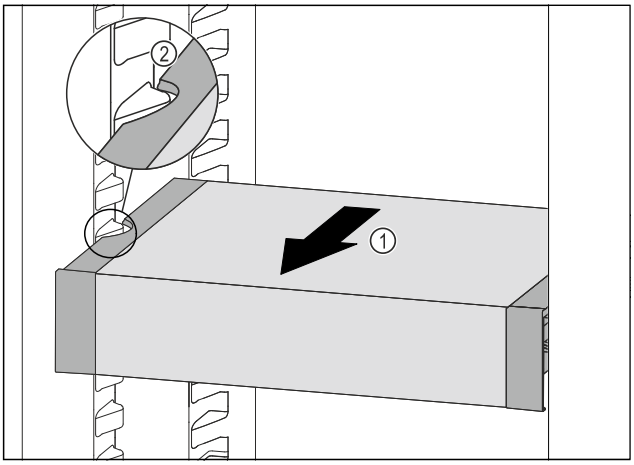

Fig. 148
▶ Tirer le VarioSafe vers l'avant *Fig. 148 (1)* jusqu'à ce que les encoches latérales du VarioSafe se trouvent au niveau de la nervure du bac dans la partie réfrigérateur. *Fig. 148 (2)*